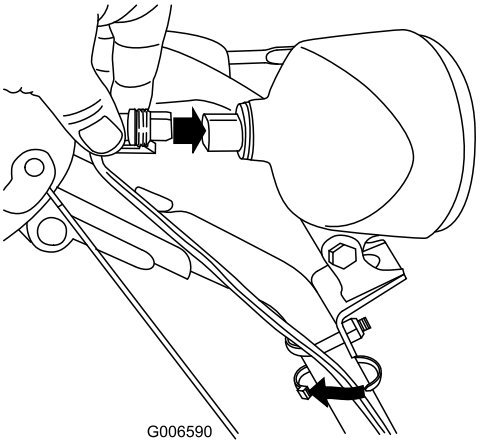

Rysunek 58
6. Podłącz wtyczkę przewodu bezpośrednio z tyłu reflektora, aż się zablokuje (Rysunek 58).